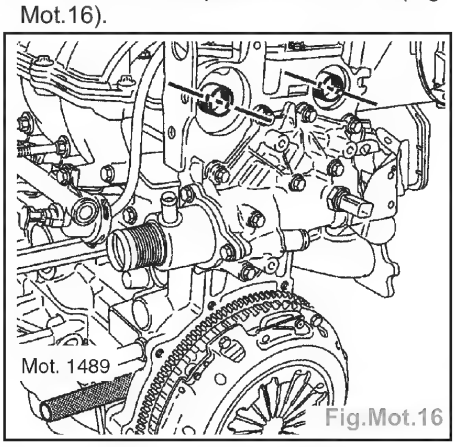

Fig.Mot.16
- Positionner les rainures des ACT vers le bas comme indiqué sur le dessin (Fig. Mot.16).